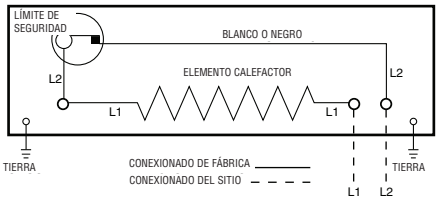

Figura 5: Diagramas de conexionado
2. Los procedimientos de cableado y las conexiones deben estar de acuerdo con el Código Eléctrico Nacional (NEC) de los EE. UU. y los códigos locales. Consulte los diagramas de conexionado de la Figura 5. Asegúrese de que todas las conexiones eléctricas estén firmes, para evitar posibles sobrecalentamientos. Utilice cables de alimentación de cobre únicamente.
d. Cablee el calefactor de acuerdo con los diagramas de conexionado de la Figura 5. Sujete la cubierta del canal de cables mediante los tornillos.
8. Siga el diagrama de conexionado que corresponda, como se muestra en la Figura 5, para conectar la fuente de alimentación eléctrica al calefactor mediante tuercas de empalme de cables aprobadas.